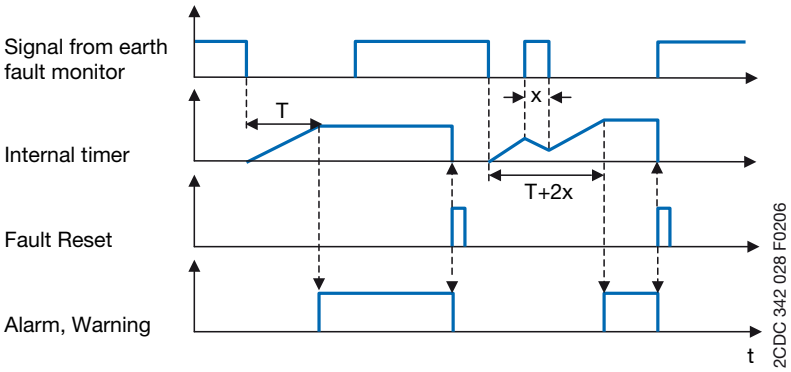

Fig. 3-10: Earth fault behaviour: Warning and fault message (alarm)
2. Parameter 21 (*DI2 Multi-function input*) allows defining the time period T an earth fault condition must be present at minimum before a trip or warning occurs. It is adjustable from 1 to 25 s. See figures 3.10 and 3.11 for details.